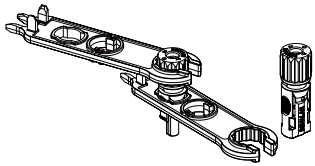

Figura 5.5 Conector com Porca Aparafusada
c) Insira o pino de contato na parte superior do conector e aperte a porca cega na parte superior parte do conector. (conforme mostrado na figura 5.5).